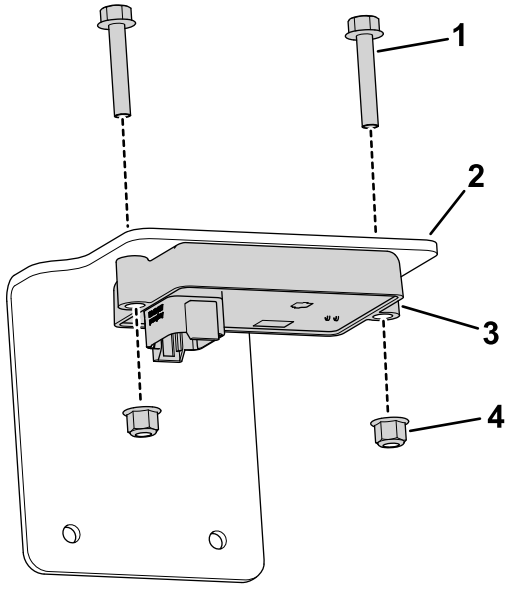

Figure 9
12. Use 2 bolts (M6 x 35 mm) and 2 flange nuts (M6) to secure the slope sensor to the slope-sensor mount (Figure 9).